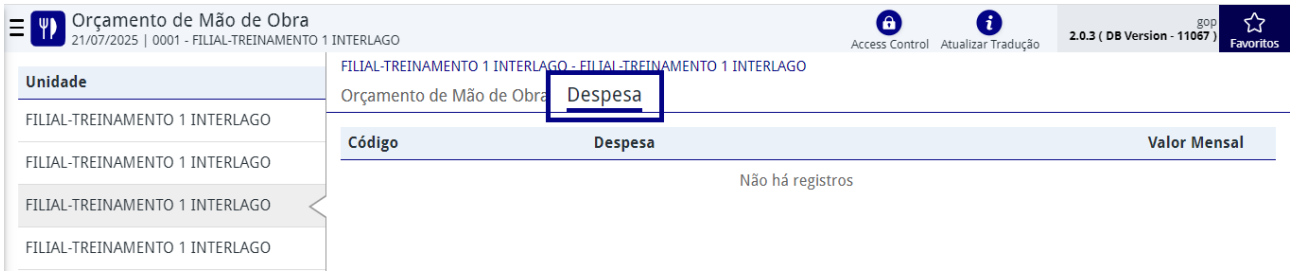

Figura 99: Guia Despesa
6. Acesse a guia **Despesa** (Figura 99) para detalhar os custos.